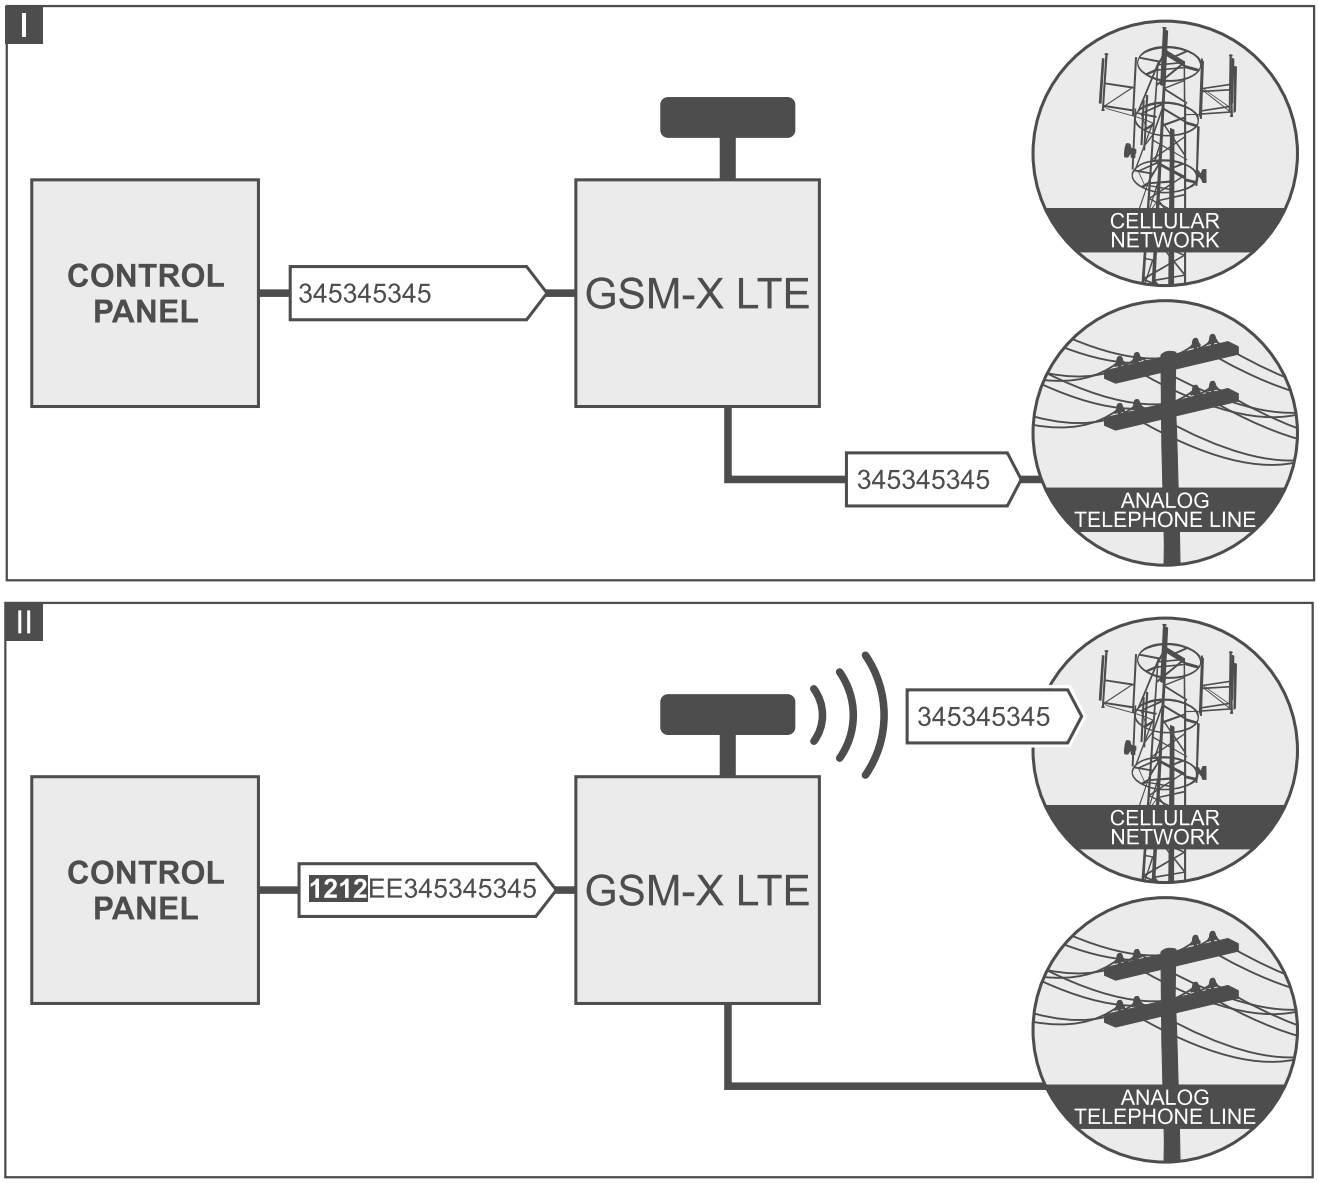

Fig. 39. Switching between primary and backup communication path by using “FLASH prefix”.
**FLASH prefix** – a string of up to 16 digits for switching between the primary communication path and the backup one. To set the primary communication path, use the “GSM as a primary telephone line” option. In the example shown in Fig. 39, analog telephone line is used as the primary communication path. If the telephone number the control panel is calling is preceded by a prefix (a string of digits against black background – Fig. 39-II), the backup path will be used i.e. cellular communicator. In the control panel, you must